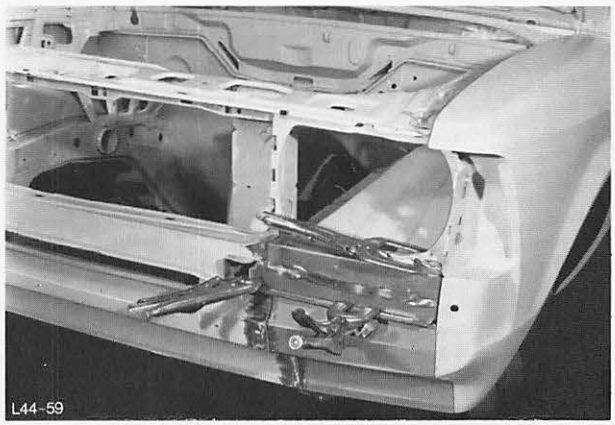

Abb. 54 Neuteil anpassen und mit Spannzangen befestigen
14. Teileinsatz – Kühlergitterblech/Schürze anpassen und mit Spannzangen befestigen, Abb. 54.